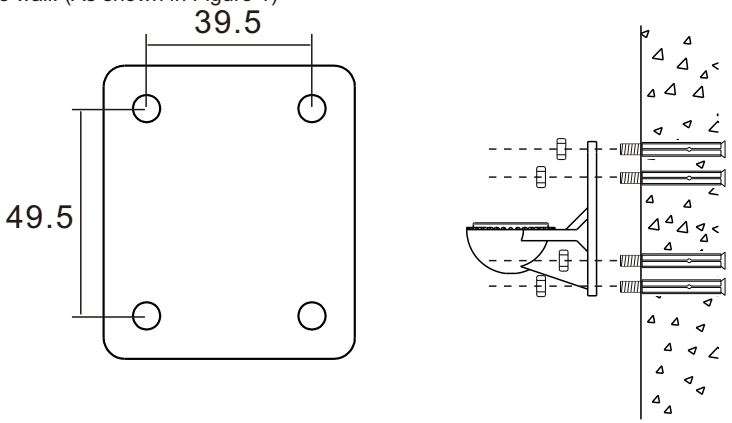

Figure 1
① Disassemble the mounting bracket into three parts: bracket 1, bracket 2 and bracket 3. Select a suitable and secure wall to install the M6 expansion bolts and fix the bracket 3 on the wall. (As shown in Figure 1)